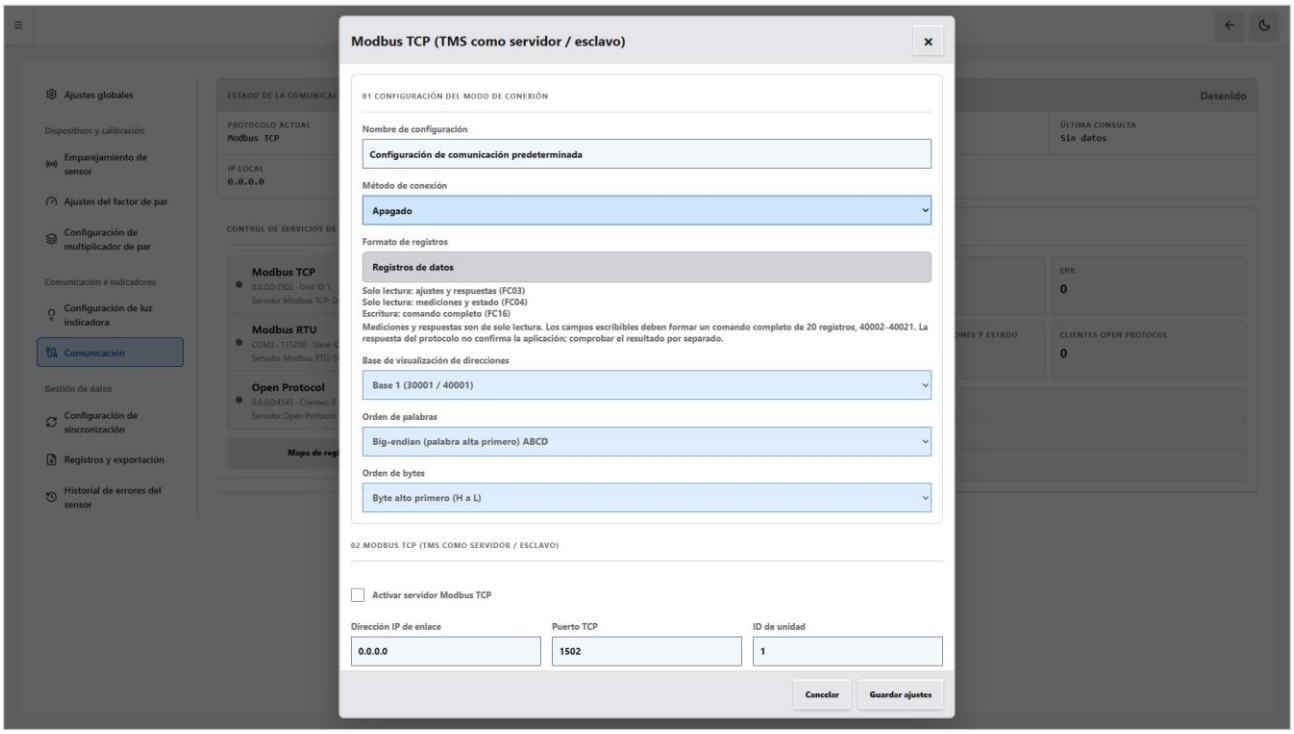

Figura 13-2 Ventana de configuración de Modbus TCP
2. En TMS, abra «Ajustes de comunicación» y haga clic en ⚙ a la derecha de la fila «Modbus TCP». Aparece la ventana «Modbus TCP (TMS como servidor / esclavo)» (véase la Figura 13-2).